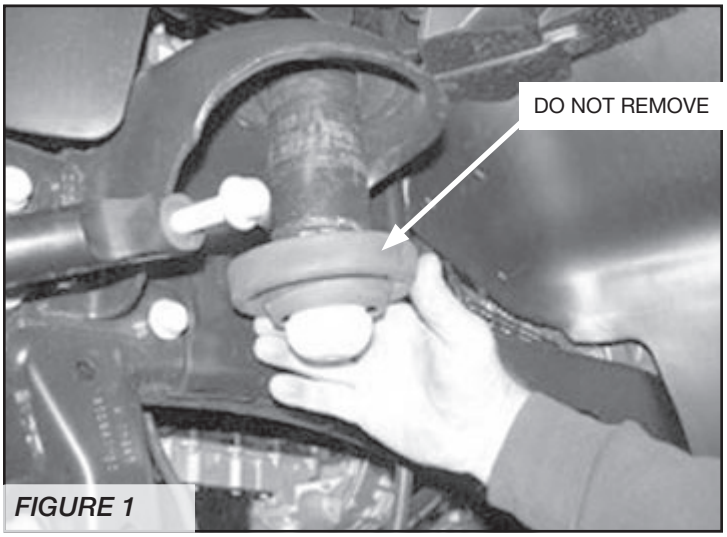

*FIGURE 1*
4. Remove the front shock, save lower mount hardware and upper bushings and washers. Remove the factory coil spring and discard, you will need to allow the front axle to hang freely to remove the coil spring. Do not remove the factory upper coil isolator. **SEE FIGURE 1.**